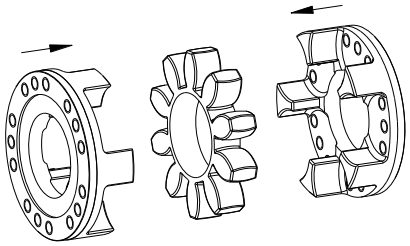

Fig. 15 : montage flasques d'entraînement et anneau
- Emboîter les flasques d'entraînement sur l'anneau ou les éléments DZ (voir fig. 15).